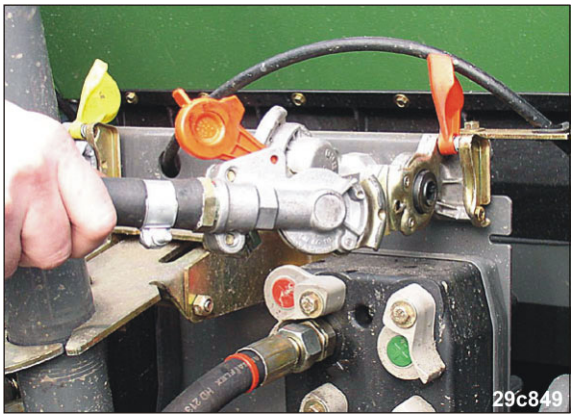

Fig. 60
2. Frakobl transportrørets koblingshoved (rødt) (Fig. 60).